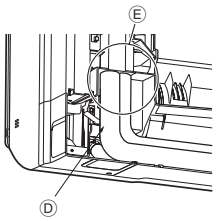

Abb. 3-10
6. Decken Sie den Aufweitungsanschluss mit der Rohrverkleidung des L-förmigen Anschlussrohrs ④ ab. (Abb. 3-10)
8. Decken Sie den Aufweitungsanschluss mit der Rohrverkleidung des L-förmigen Anschlussrohrs ④ ab. (Abb. 3-10)